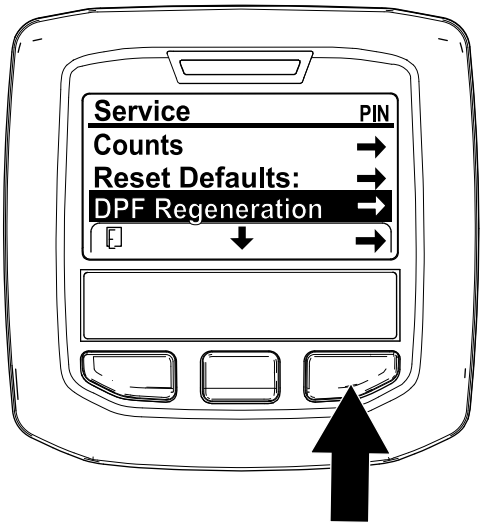

Figuur 33
1. Ga naar het onderhoudsmenu en druk op de middelste knop om naar de optie DPF REGENERATION te gaan (Figuur 33).
2. Druk op de rechterknop om de optie DPF Regeneration te selecteren (Figuur 33).